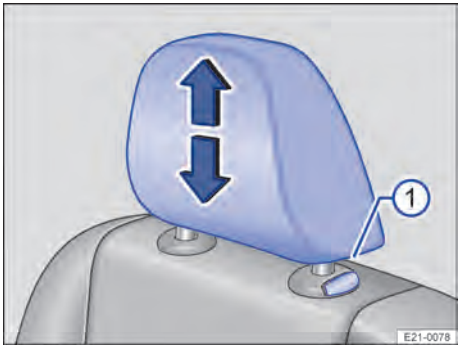
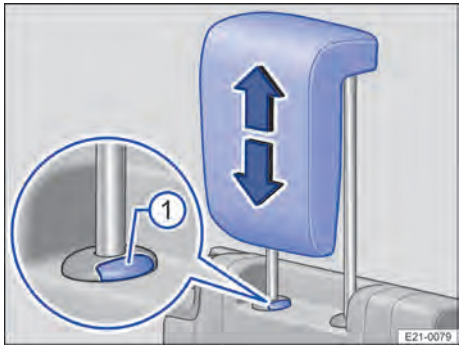

Fig. 84 Segunda fila de asientos: desmontar el apoyacabezas.
Fig. 85 Tercera fila de asientos: desmontar el apoyacabezas.
— Extraiga el apoyacabezas por completo a la vez que presiona la tecla → Fig. 84 ① o → Fig. 85 ①.